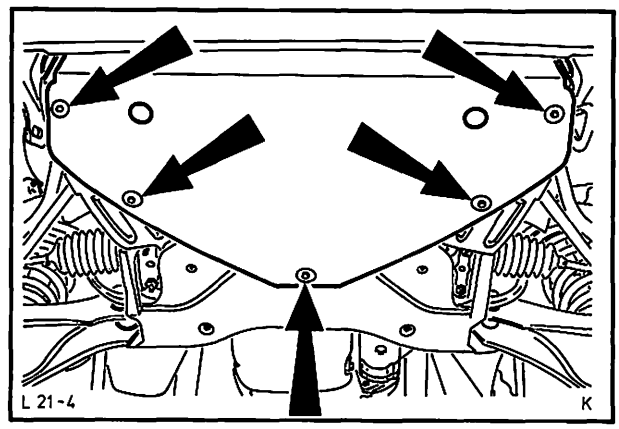

Abb. 118 Spritzschild – Motorraum
25. Spritzschild – Motorraum anbringen, Abb. 118, Ansauggeräuschdämpfer befestigen und Massekabel – Batterie anschließen.